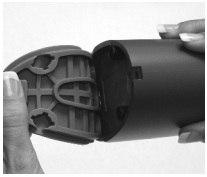

Fig. 4
1) Expose the battery terminal on the bottom of the compressor by removing the rubber base, *Fig. 4*.